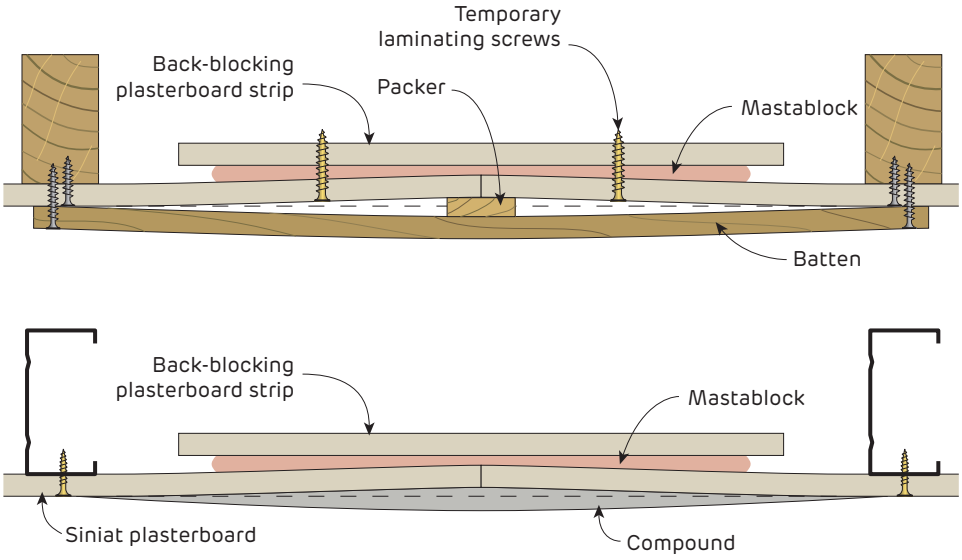

FIGURE 5 **Creating a Recess on a Wall Butt Joint using a Temporary Packer**
- Wall butt joints need support for the back-blocking strips as shown in Figure 5.